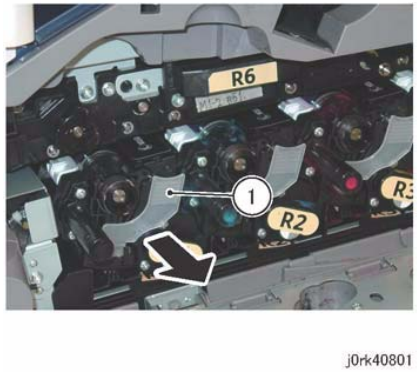

Figure 1 Drum Tab
5. Remove the drum. (Figure 1)